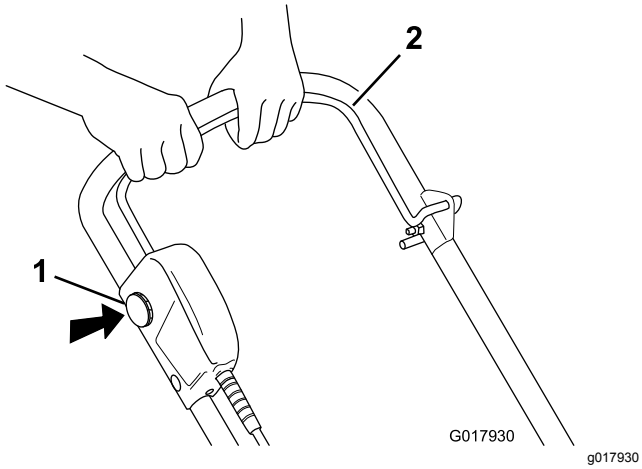

Figur 10
1. For at starte motoren skal du indsætte sikkerhedsknappen (nøgle), trykke på og holde sikkerhedsknappen inde (nøgle) og trykke kraftudtaget mod håndtaget (Figur 10).